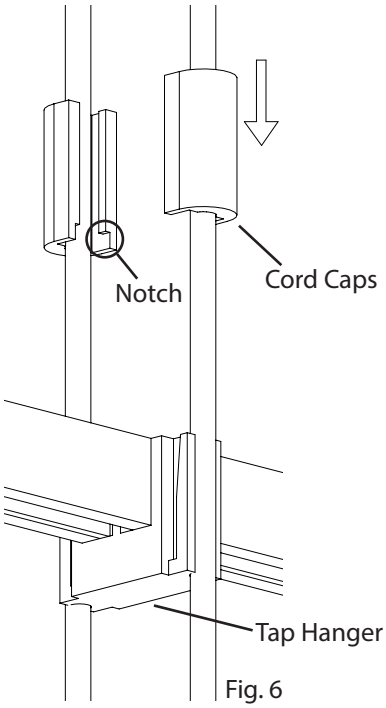

Fig. 6
6. To secure cord electrical connection, align **Cord Cap** over slot on each side of the **Tap Hanger,** and position the notches on bottom of the Cord Cap to face toward Tap Hanger (Fig. 6), then firmly slide down into position (Fig. 6). Repeat on opposite side.